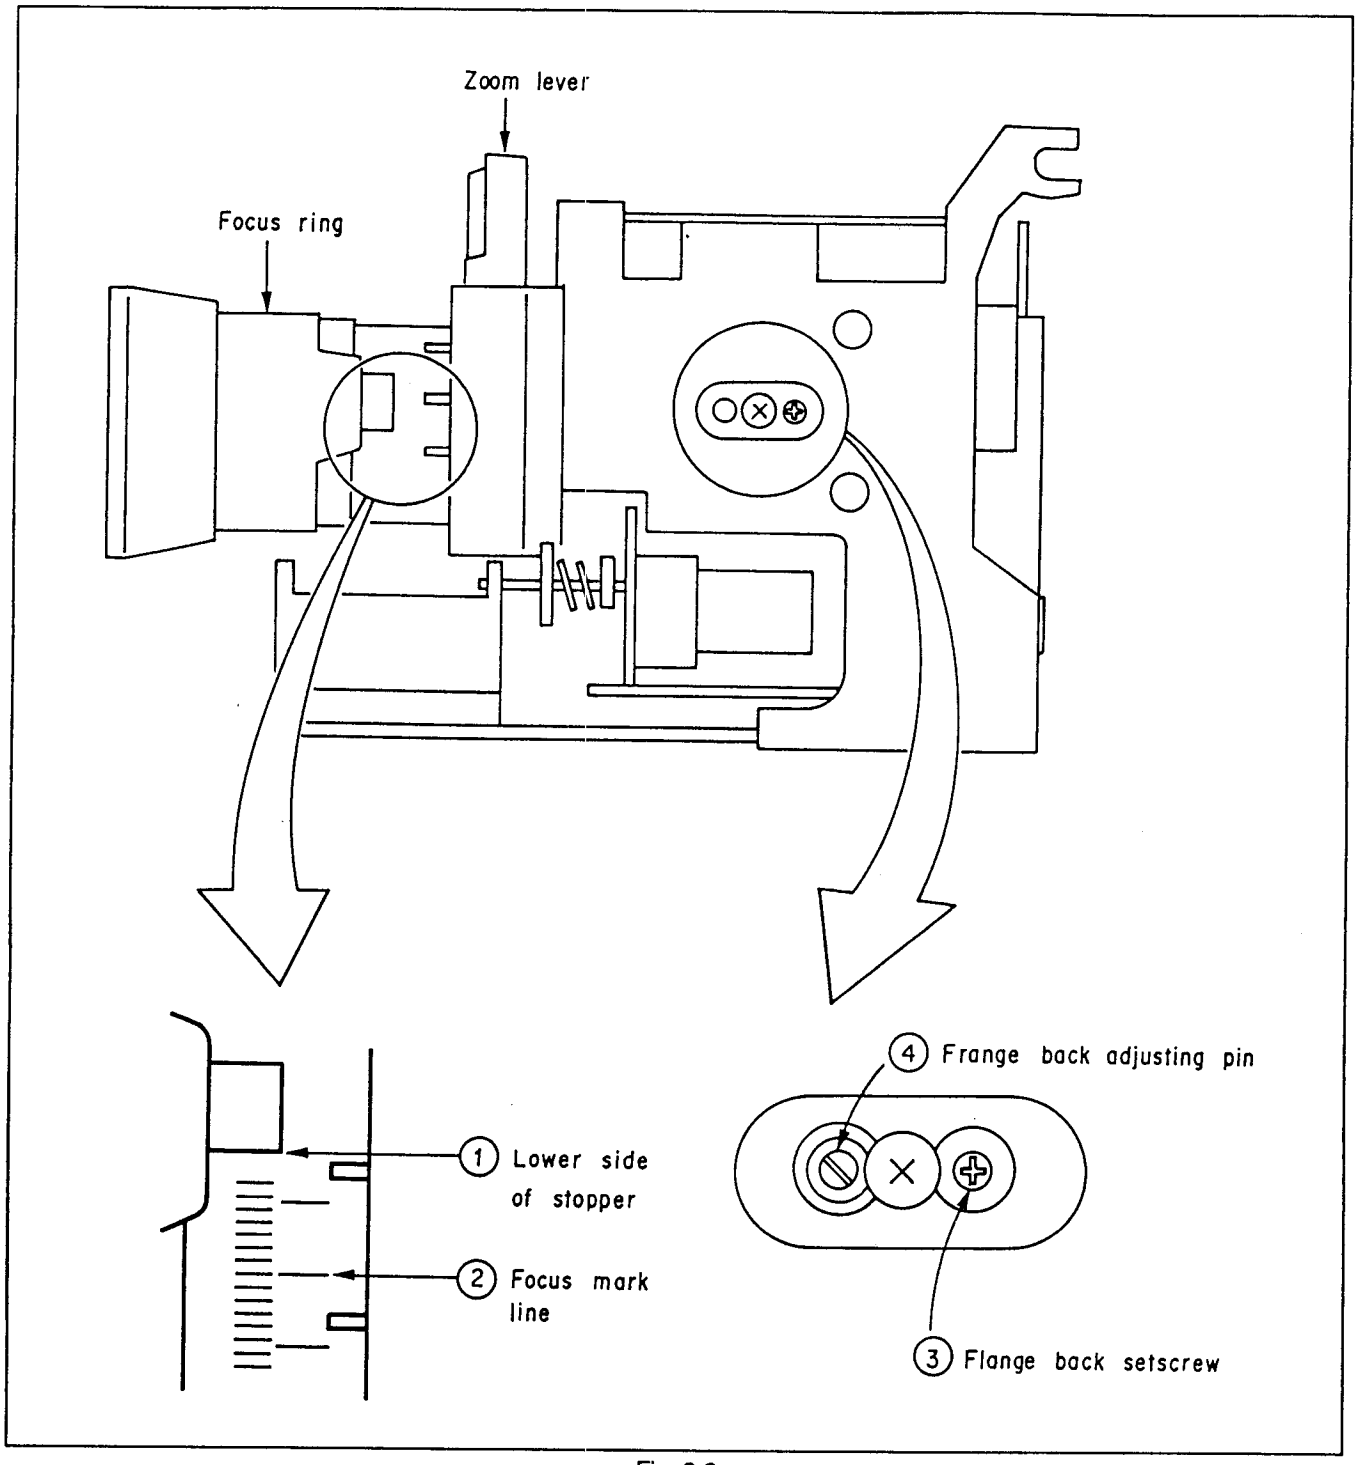

Fig. 8-9
7) Loosen flange back setscrew ③ with a Phillips screwdriver. (See Fig. 8-9.)
8) Overlap the stopper bottom end ① and focus mark line ②. (See Fig. 8-9.)
9) By turning the flange back adjusting Pin ④ while watching the monitor screen, attain the optimum definition of a wedge at the Siemens star center on the screen. (Turn it a few turns to the left and right to ensure optimum definition.)